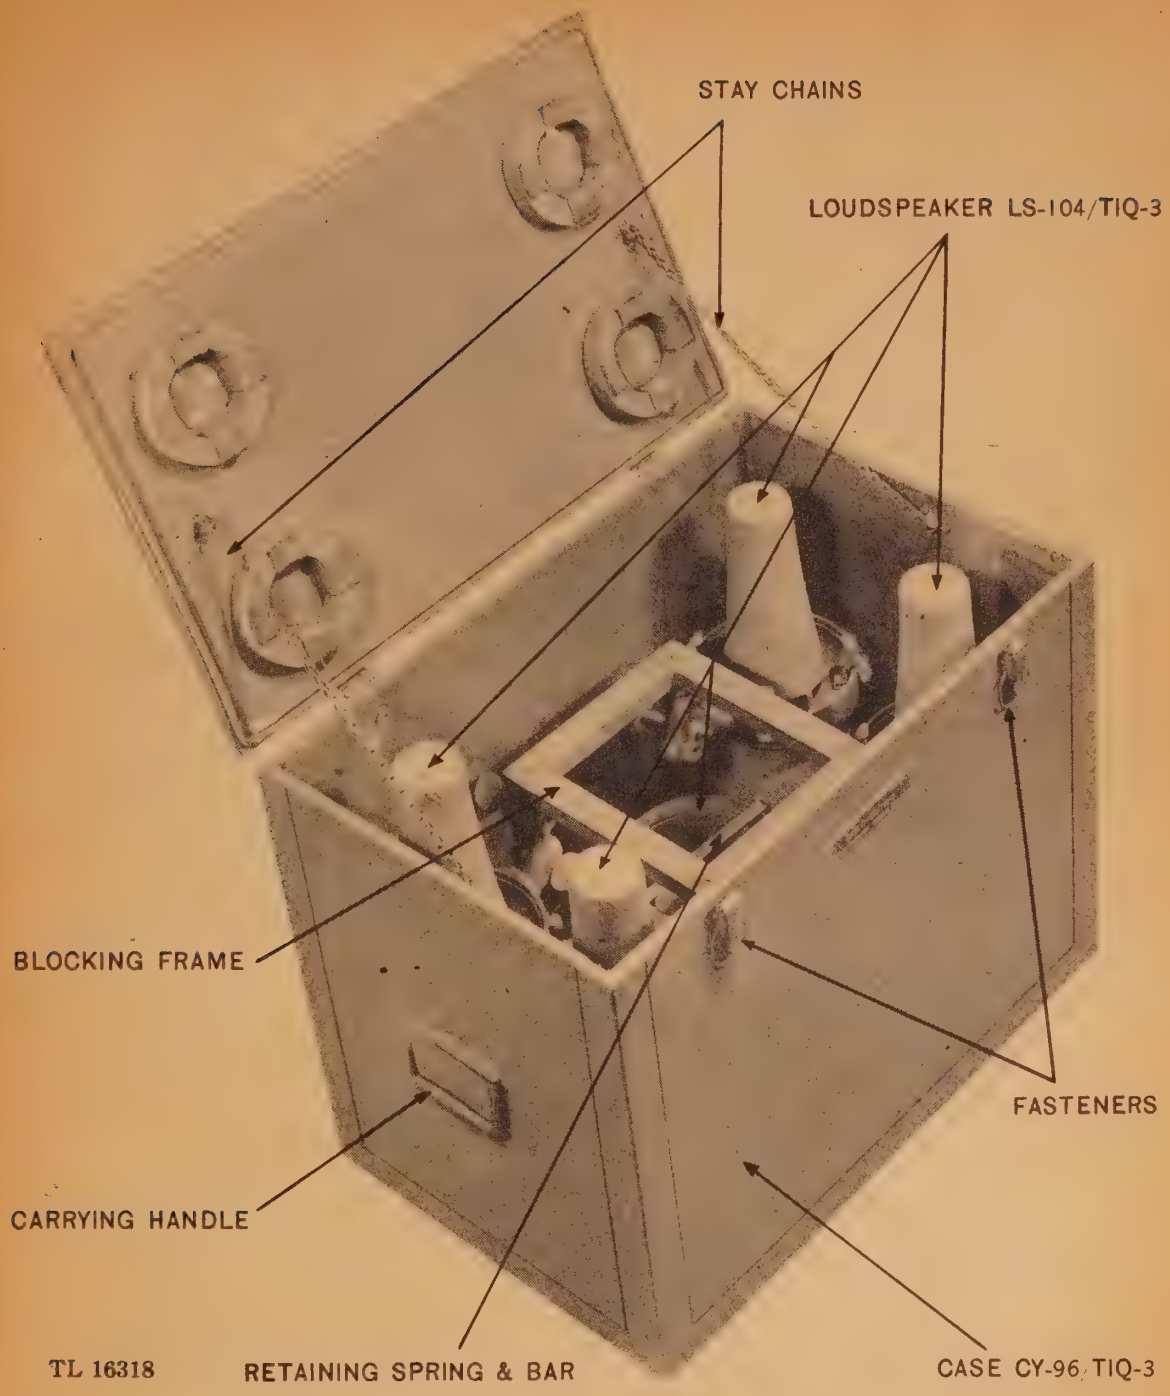

Figure 6. Case CY-96/TIQ-3 and Loudspeakers LS-104/TIQ-3.
d. Loudspeaker Case CY–96/TIQ–3 (fig. 6). There are three cases of this type used with Public Address Set AN/TIQ–3, each containing four Loudspeakers LS–104/TIQ–3. The case is constructed of plywood, heavily reinforced with a steel frame and corners. A hinged lid secured by catch fasteners covers the case. A stay chain on each side of the lid protects the hinges. A folding casket-type handle is attached to each side of the case for carrying. The case contains four compartments
e. Open the lid of the three cases marked Case CY–96/TIQ–3 and remove the four Loudspeakers LS–104/TIQ–3 from each case (fig. 6). The four speaker horns are nested together and held down by a spring and crossbar which can readily be lifted to release the horns. Remove the horns from the case and separate them. Next remove the four loudspeaker driver units which are housed in four wooden compartments fastened to the bottom of the case.